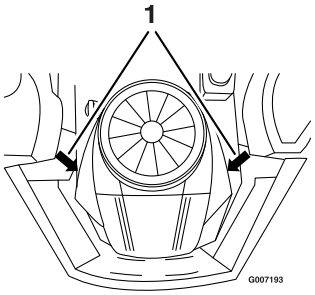

Figuur 35
2. Trek de kabel van de bougie (Figuur 35). Maak de omgeving van de bougie schoon om te voorkomen dat er vuil in de motor komt, wat beschadiging kan veroorzaken.
3. Sluit de bougiekabel aan op de bougie (Figuur 35).